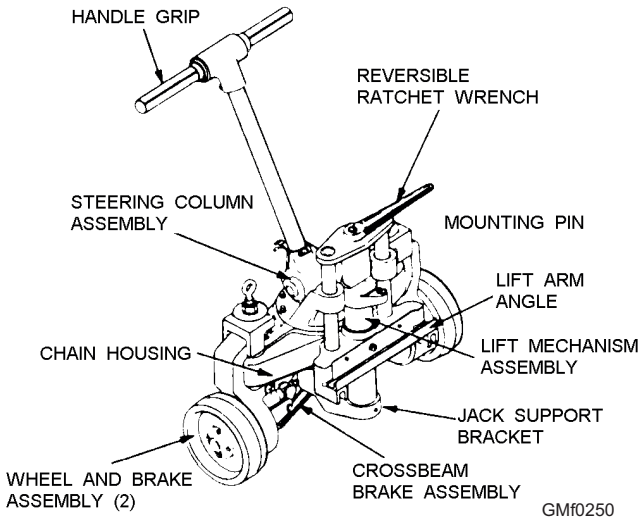
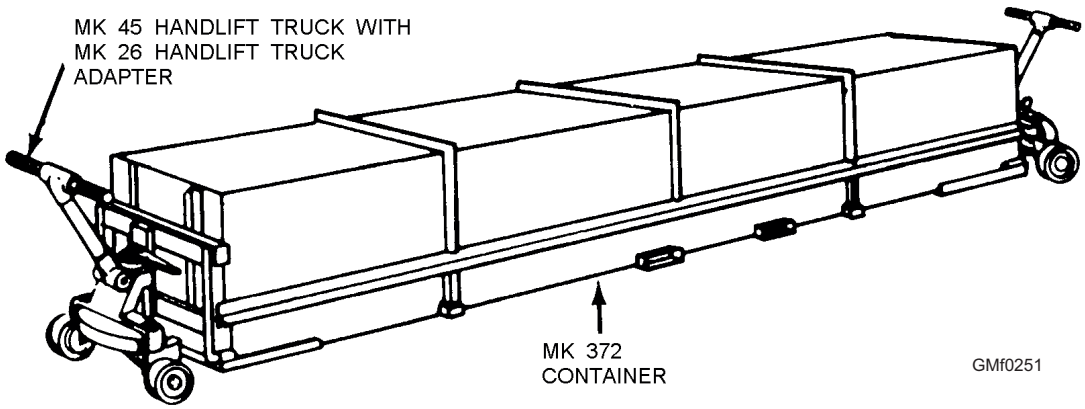

**Figure 2-50.—Mk 45 Mod 1 handlift truck.**
**Figure 2-51.—Handling a Mk 372 container with Mk 45 handlift trucks with Mk 26 handlift truck adapters.**
**HANDLIFT TRUCKS**.—The Mk 45 Mod 1 handlift truck is shown in figure 2-50. Two handlift trucks can be used to move loaded/unloaded shipping containers and stowage cradles. Figure 2-51 illustrates handling of a Mk 372 container. Two people must synchronize their efforts during steering maneuvers. They must also provide the "horsepower" to move the load.